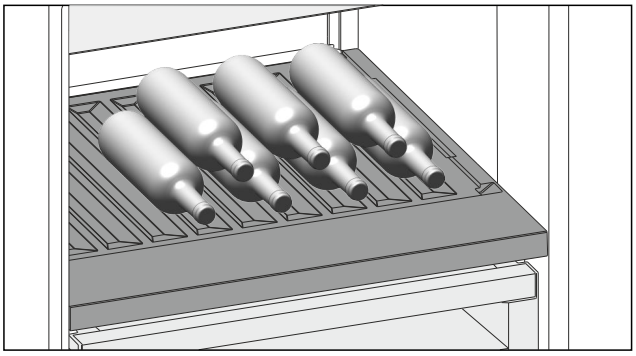

*Fig. 195 Reprezentare exemplificatoare*
- ▶ Introduceți sticlele cu fundul în spate, către peretele posterior. (vezi Fig. 195)